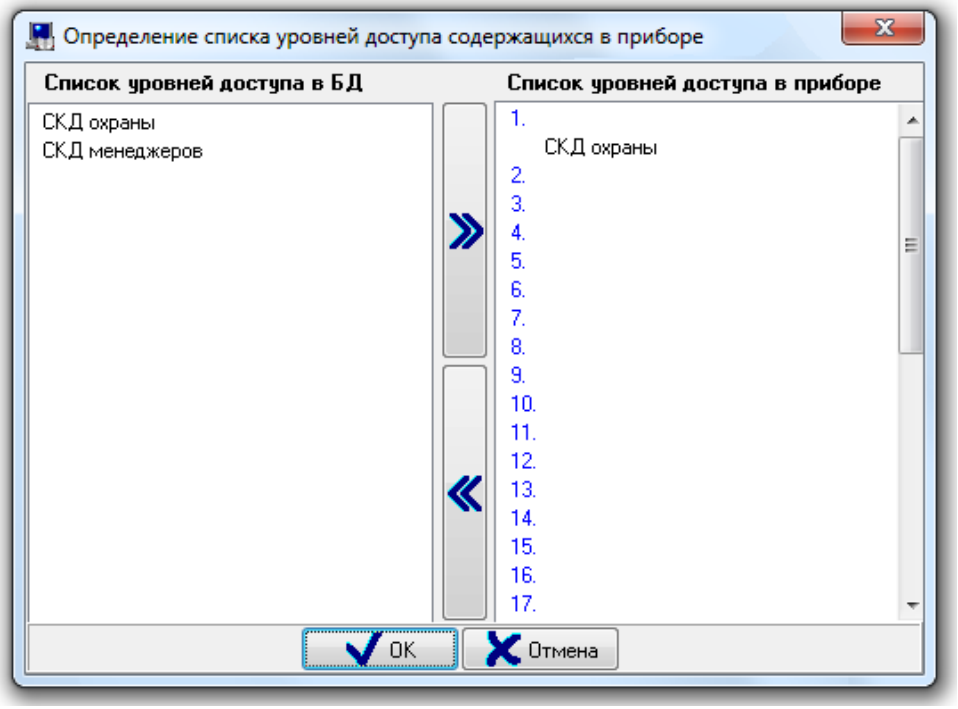

Рисунок 6-858 Диалоговое окно "Определение списка уровней доступа, содержащихся в приборе"
- В появившемся диалоговом окне «Определение списка уровней доступа, содержащихся в приборе» произвести необходимые действия по записи уровней доступа (см. Рисунок 6-858). В диалоговом окне «Определение списка уровней доступа, содержащихся в приборе» слева отображается список уровней доступа Базы данных (которые должны храниться в приборе в соответствии с настройками Базы данных), а справа уровни доступа, хранящиеся в приборе.